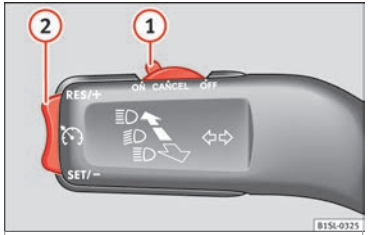

Fig. 34 Switch and controls for operating the CCS.
- Switching on the CCS: Move switch ››› **Fig. 34** (1) to **ON**. The system is on. If no speed has been programmed, the system will not control it.
- Activating the CCS: Press button ››› **Fig. 34** (2) in the **SET/–** area. The current speed is memorised and controlled.
- Temporarily switching off the CCS: Move switch ››› **Fig. 34** (1) to **CANCEL** or push the brake. The cruise control system is switched off temporarily.
- Reactivating the CCS: Press button ››› Fig. 34 ② in **RES/+**. The memorised speed is saved and controlled again.
- Increasing stored speed during CCS regulation: press button ② in **RES/+**. The vehicle accelerates until the new stored speed.
- Reducing stored speed during CCS regulation: press button ② in **SET/–** to lower the speed by 1 km/h (1 mph). Speed is reduced until reaching the new stored speed.
- Switching off the CCS: Move switch ››› Fig. 34 ① to **OFF**. The system is disconnected and the memorised speed is deleted.